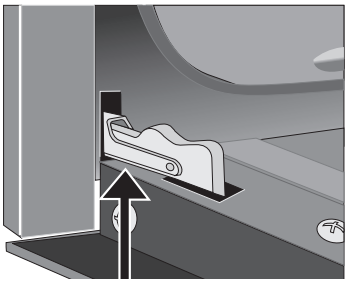
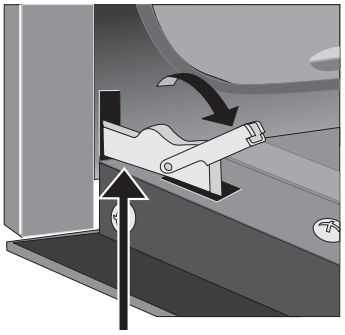

**Figure 38: Door hinge locks**
**Figure 39: Hinge: unlocked position**
2. Pull up the lock located on each hinge support toward front of the oven. You may have to apply a little upward pressure on the lock to pull it up (Figure 38 and Figure 39).
4. Push the door hinge locks up toward and into the oven frame on both left and right oven door hinges to the locked position (Figure 38).